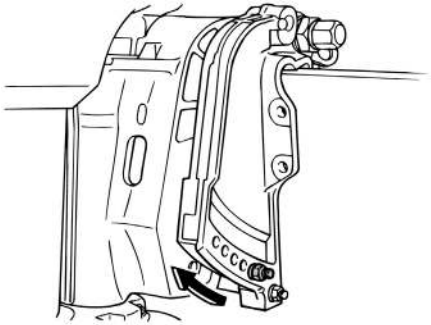

Рис. 38 Шток установки угла дифферента
Вертикальный угол дифферента подвесного лодочного мотора регулируется установкой штока в одно из имеющихся регулировочных отверстий (Рис. 38).
- Открутите гайку крепления и вытяните шток из кронштейна крепления. Вставьте шток в следующее регулировочное отверстие и закрутите гайку крепления (Рис. 38).